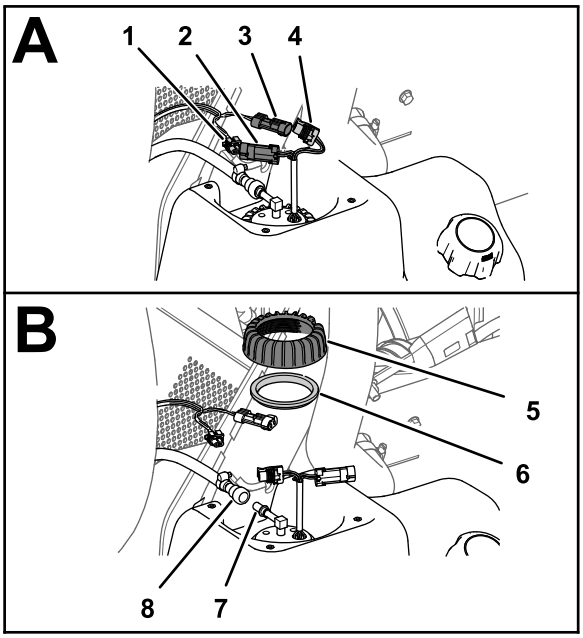

Figure 86
1. Disconnect the 2-socket connector of the machine-wiring harness from the 2-pin connector of the fuel pump/sending unit; disconnect the 2-pin connector of the machine-wiring harness from the 2-socket connector of the fuel pump/sending unit (Figure 86).
2. Slide the locking sleeve of the fuel-hose coupling away from the fitting of the fuel pump/sending unit and remove the coupling and hose from the fitting (Figure 86).
3. Rotate the nut for the fuel pump/sending unit counterclockwise and remove the nut and seal (Figure 86)